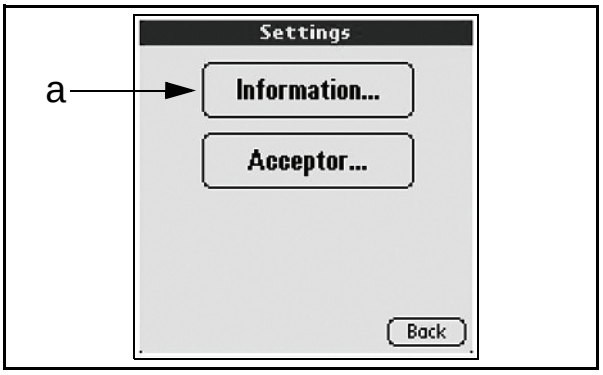

Figure 7-4 Information Menu Selection
3. Select the [Information...] Screen Button on the **Settings** menu Screen (See Figure 7-4 a), or [Back] to return to the previous Screen.